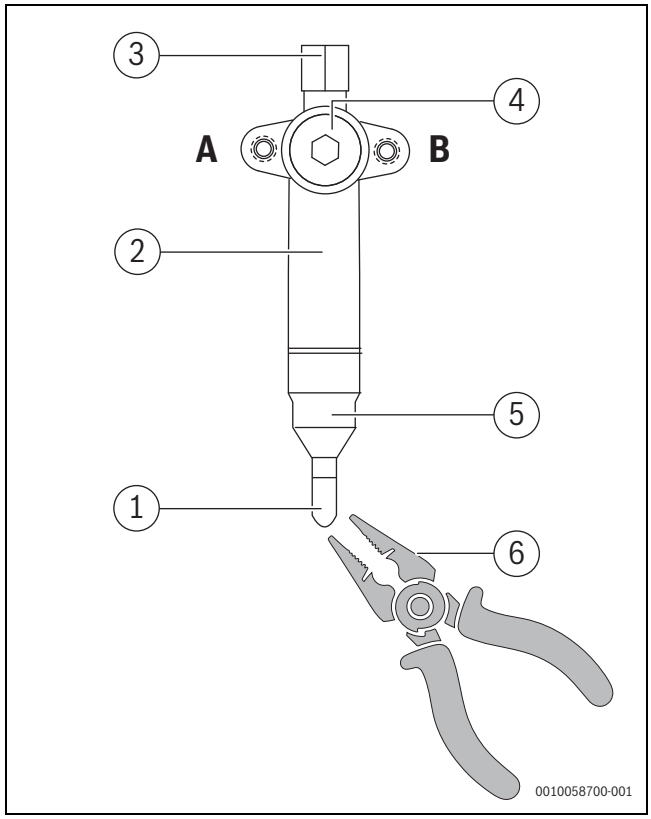

Fig. 20
- Se référer à la fig. 20 pour plus d'instructions.